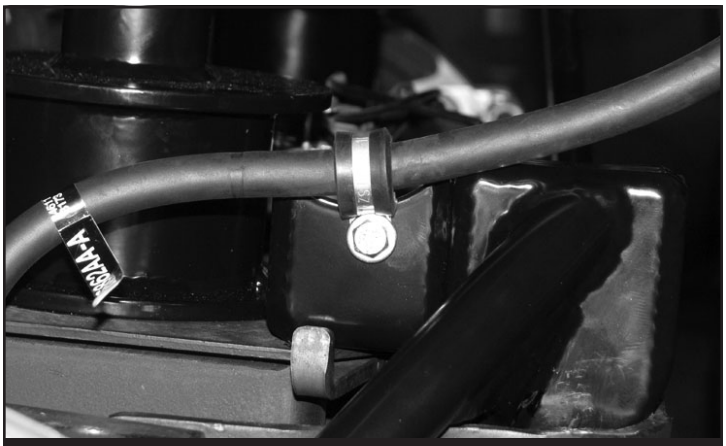

FIGURE 81 - STEP 64
64. Locate the supplied ¼”-20 x 1” bolt, nut, washers and FTCLAMP-LB10 rubber cushioned clamp and install on the rear axle breather tube, mounting it to the hole provided on the new track bar bracket. Torque to 14 ft-lbs. **SEE FIGURE 81**